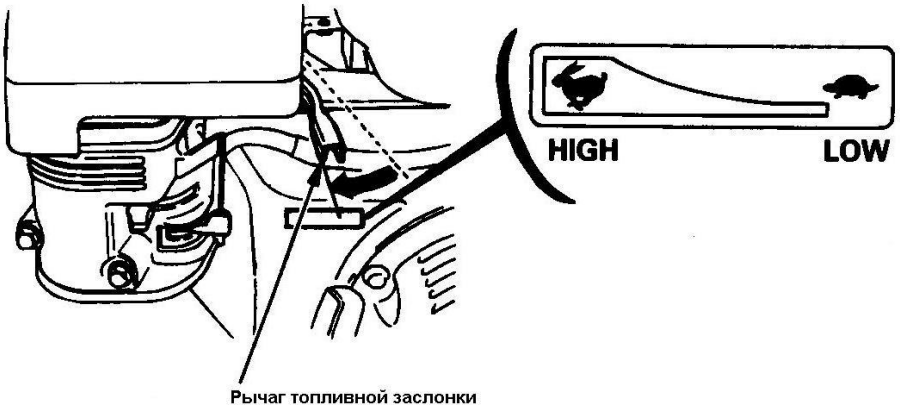

Рисунок 5 – Рычаг топливной заслонки
- немного передвиньте рычаг топливной заслонки влево (рисунок 5).